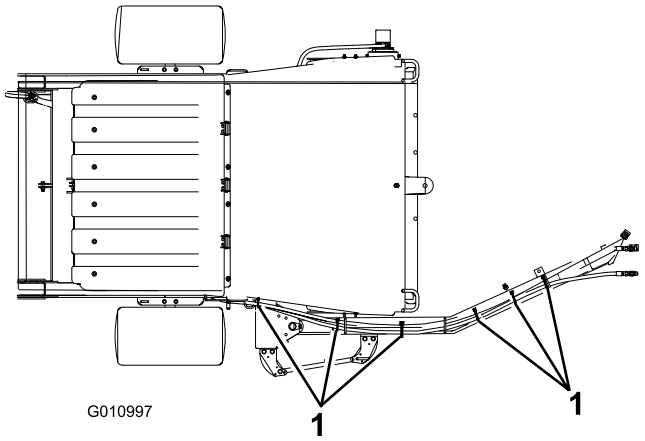
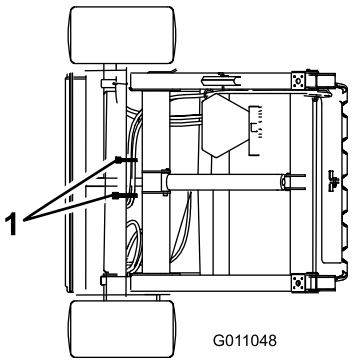

Figur 11
Figur 12
2. Fastgør hydraulikslangerne og ledningsnettet som vist i Figur 11 & Figur 12.